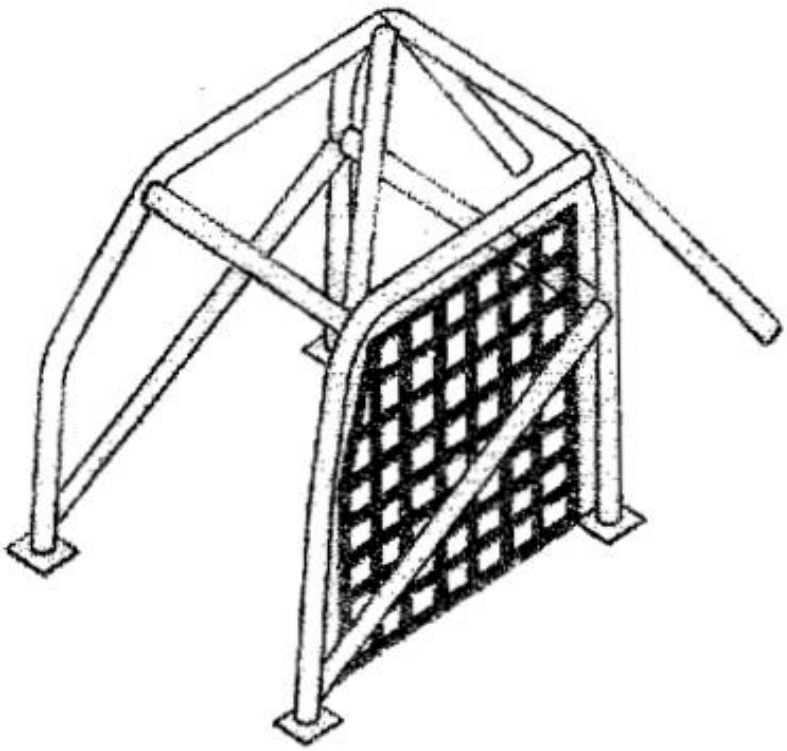

Figure 1a
A minimum four (4) point roll cage is required if the front hoop is continuous and directly connected to the lower frame rail. A minimum five (5) point roll cage is required if the hoops and bars are mounted to the shoulder bar, see Figure 1a.